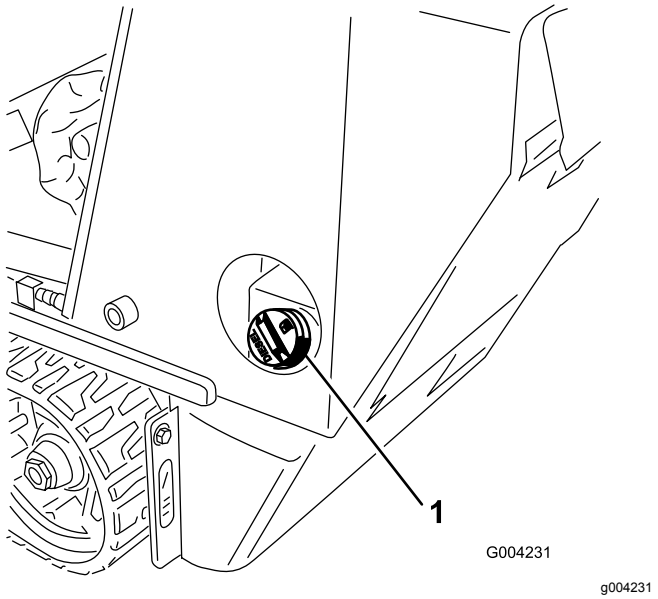

**Figure 15**
3. Clean around the fuel-tank cap and remove it (Figure 15).